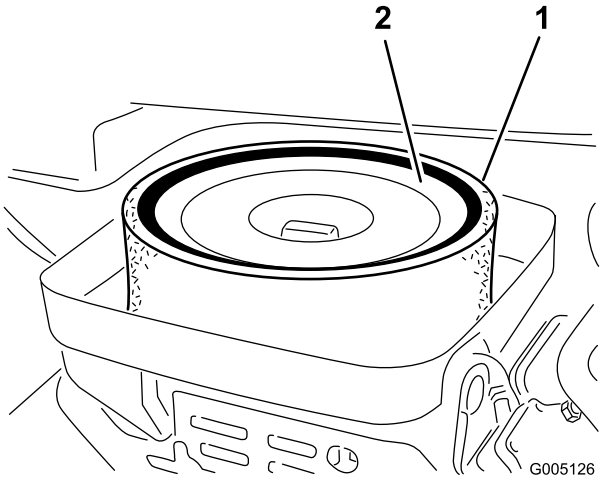

Figuur 41
3. Maak de vleugelmoer los waarmee de elementen zijn bevestigd aan de luchtfilterbehuizing (Figuur 41).
4. Als het schuimelement vuil is, moet u dit verwijderen van het papierelement (Figuur 41) Dit moet grondig worden gereinigd. Ga hierbij als volgt te werk: